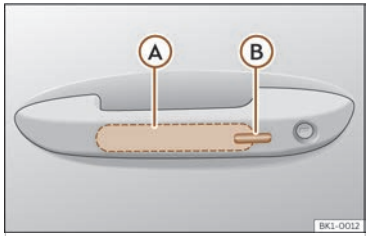

Fig. 76 Poignée de la porte : surfaces sensibles.
>>> **fig. 76**
- Touchez la surface sensible ››› **fig. 76** Ⓑ située sur la face extérieure de la poignée de porte. Tous les clignotants clignotent en même temps.
- Dans les 5 secondes qui suivent, touchez une fois le capteur sur la face extérieure de la poignée de porte ››› **fig. 76** (B). Ce faisant, ne saisissez pas la poignée. Le système Keyless Access est temporairement désactivé.